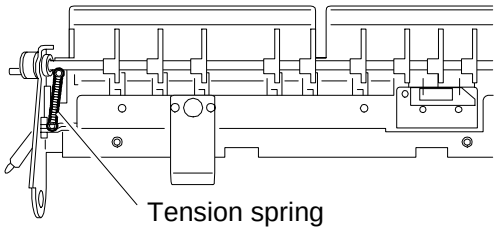

Fig. 10
9) Remove the 1 tension spring from the flapper assembly. (Fig. 10)